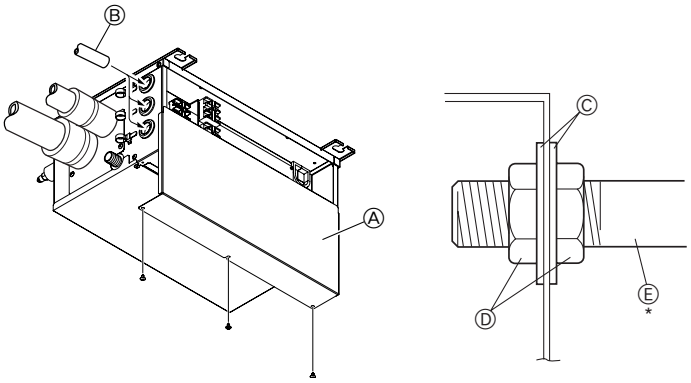

Fig. 9-4
9.1. Bei Verwendung von Kabelkanälen (Fig. 9-4)